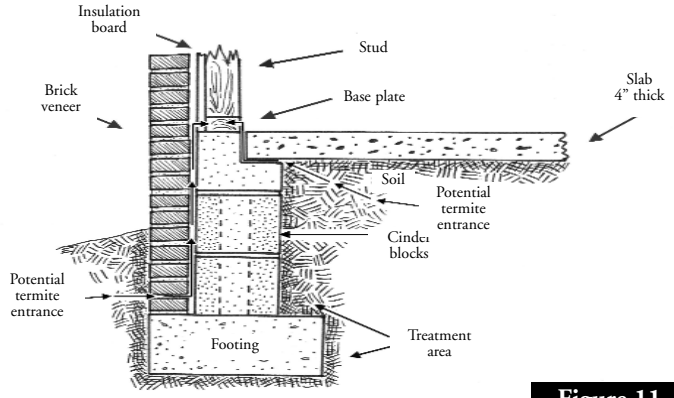

Figure 11
- Supported Slab, L-Block Supported Slab (Figure 11): This foundation type is constructed in a two- to three-step process. It consists of footing, foundation wall, and slab. The footing is established 12 to 18 inches below the soil line and the foundation wall is erected on the footing. The foundation wall is usually constructed from concrete blocks and may be three to four blocks high. The top block is notched in the shape of a modified "L" measuring 4 inches by 4 inches. The pouring of the slab is the last step in the process and the outside edges of the slab will fit into the notched block at the top of the foundation wall. This is a very good foundation type; however, the weak point is the expansion joint between the foundation wall and the slab. Either the base plate or the flooring of choice usually covers this joint.